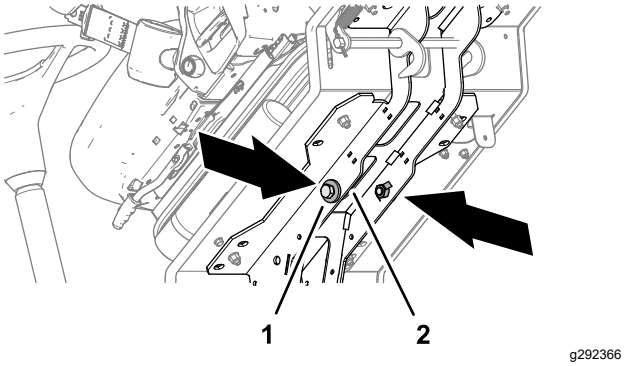

Figur 40
3. Vipp plattformen fremover og fjern de to boltene (12 x 40 mm) og to skivene (12 mm) som er oppbevart i plattformstøttestativet (Figur 40).